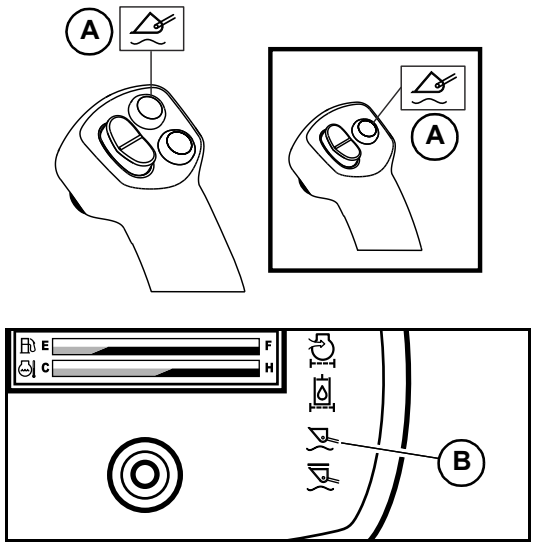

Fig. 54 – Lift Arm Float Buttons/Indicator
2. Press button (A, Fig. 54) on the right joystick to activate float:
a. Press button (A, Fig. 54) momentarily to apply float momentarily.
b. Press and hold button (A, Fig. 54) on the right joystick for 5 seconds to activate continuous float.